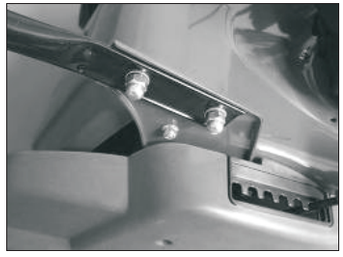
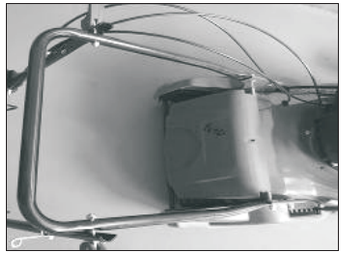

Fig.1A
Fig.1B
1. Fix the lower handlebars onto the unit body with bolt, washer by a suitable spanner. (Fig. 1A/Fig.1B)